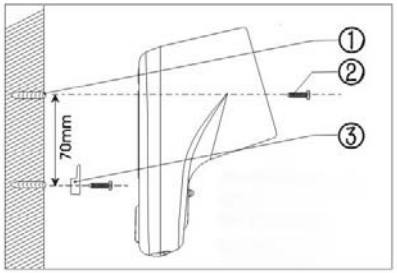

Fig. 2
❶ Bohrung von 2 Löchern senkrecht untereinander, mit einem senkrechten Abstand von 70 mm wie in Fig. 2 angewiesen. 6 mm Bohrer verwenden. Die beigefügten Dübel in die Löcher einsetzen und den in Fig. 2 mit **3** markierten Kunststoffbeschlag fest in das untere Schraubenloch schrauben.
❷ Die Rückwand des Halters über den Plastikbeschlag führen, wodurch sie am Beschlag fixiert wird. Den Halter fest an die Wand schrauben.
❶ Bohrung von 2 Löchern senkrecht untereinander, mit einem Abstand von 70 mm wie in Fig. 2 angewiesen. 6 mm Bohrer verwenden. Die beigefügten Dübel in die Löcher einsetzen, und den in Fig. 2 mit **3** markierten Kunststoffbeschlag fest in das untere Schraubenloch schrauben.